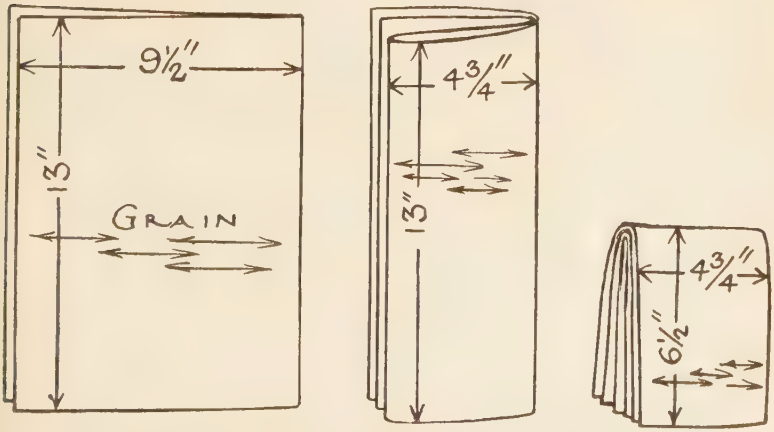

FIG. 226—DIAGRAM SHOWING METHOD OF FOLDING 13" X 19" SHEETS TO OBTAIN 16 PAGE SECTION 6½" X 3¾"
3. Fold each 13″x19″sheet, in a new manner (see Fig. 226) and obtain a 16 page *oblong* section, which when folded is $6\frac{1}{2}$″ long and $4\frac{3}{4}$″ wide.